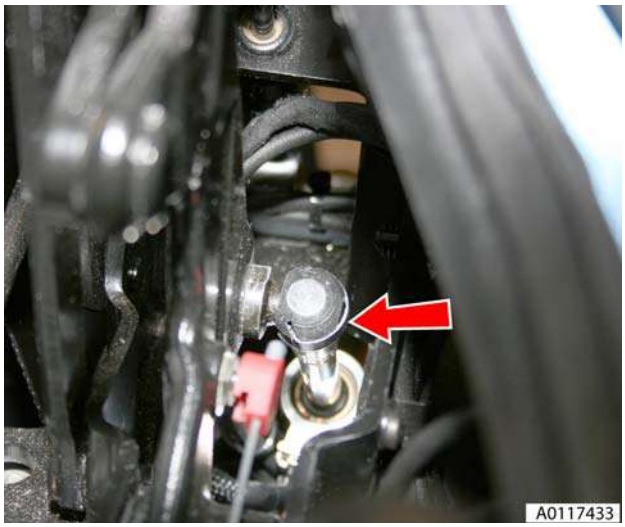

Figure 2
3. Release cylinder lower retaining clip and disconnect cylinder from roof mechanism (see Figure 2).